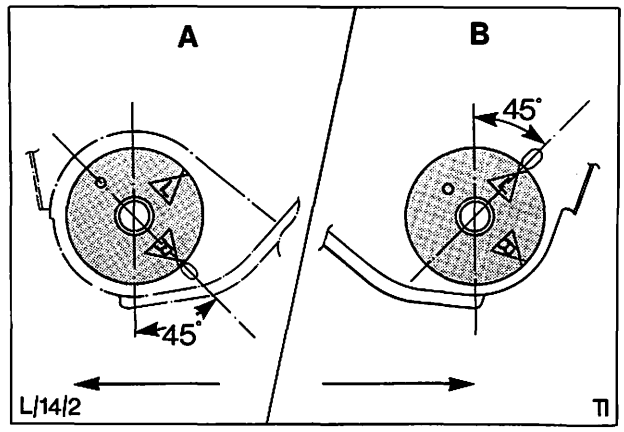

Abb. 25 Einbaulage der vorderen Büchse
2. Neue Büchse mit Gummischmierlösung nach Ford-Spezifikation 2M2C-1015-A oder 20%iger Seifenlösung einschmieren, Büchse mit Pfeil zur Einkerbung im Längsträger zeigend an ihre Stelle bringen, Abb. 25, und mit Werkzeug 15-014 in den Längsträger einziehen.